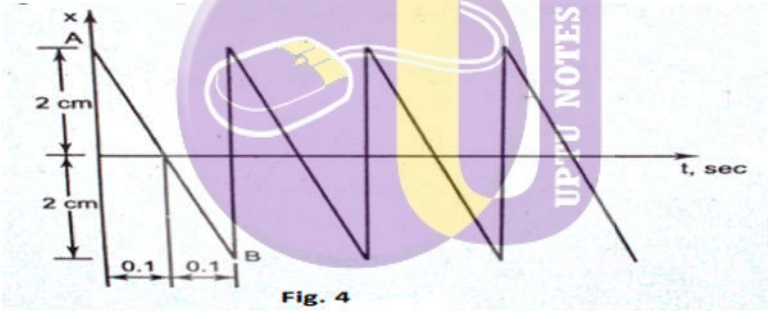

Fig. 4
3. Represent the periodic motion given in Fig. 4 by harmonic series.